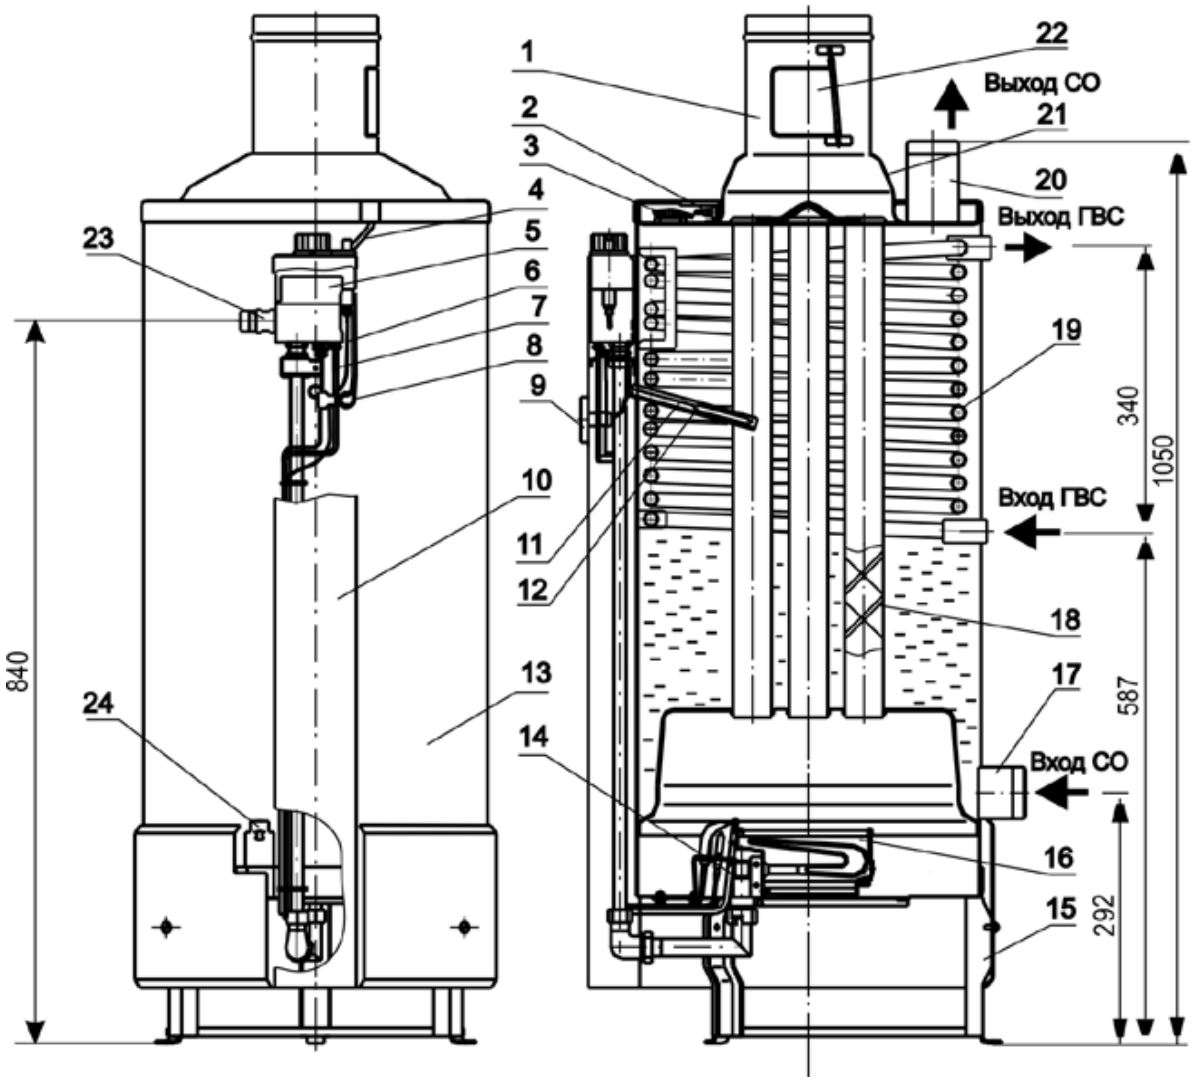

Рис. 1 Аппарат комбинированный (отопительный) газовый бытовой Комфорт
4.2. Блок автоматики 5 (Рис.1) 630 EUROSIT (Италия) представляет собой электромеханическое устройство и служит для подачи газа к запальнику и горелке, пьезорозжига, регулирования температуры воды и автоматического отключения подачи газа при:
4.3. Тягопрерыватель 1 (Рис.1) предназначен для автоматической стабилизации величины разрежения в топке аппарата, т.е. уменьшения влияния колебания величины разрежения в дымоходе на тягу в топке аппарата. Для успешной работы дверца тягопрерывателя 22 (Рис.1) должна легко вращаться на оси.
4.5. Автоматика по тяге и перегреву состоит из датчика тяги 2 (Рис.1) (терморегулятор ТК-24), укрепленного на крышке бака, защитного термостата 3 (Рис.1) и проводов 4, соединяющих датчик тяги и защитный термостат с блоком автоматики 5 (Рис.1).
Защитный термостат 3 (Рис.1) обеспечивает аварийное отключение подачи газа при нагреве воды в баке до температуры 93 ^{0}С ÷ 100 ^{0}С. После остывания воды в баке до температуры 60 ^{0}С ÷ 70 ^{0}С защитный термостат автоматически включается и аппарат готов к новому включению.
5.9. Во избежание самопроизвольного срабатывания датчика тяги кожух 21 (Рис.1) не должен касаться кронштейна датчика тяги.
6.8. Установите аппарат вертикально, и проверьте вертикаль по уровню. Установите зеркало 24 (Рис.1) в нижней части бака.
6.9. Установите на аппарат тягопрерыватель 1 (Рис. 1), обеспечив его строго вертикальное положение. Конец дверцы тягопрерывателя 22 (Рис. 1) не должен выступать наружу и должен отклоняться от номинального положения внутрь тягопрерывателя не более чем на 1-2 мм. Дверца тягопрерывателя должна легко вращаться на оси.
Кожух 21 (Рис.1) не должен касаться кронштейна датчика тяги 2 (Рис.1).